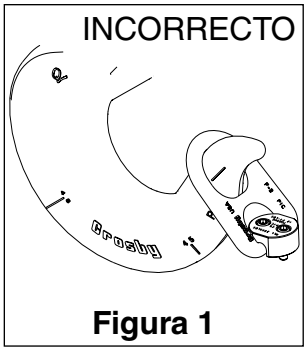

Figura 1
- Enganche el dispositivo de izaje asegurándose de que se ajuste libremente al aro del cáncamo de izaje de un eje (argolla giratoria) (Figura 1).